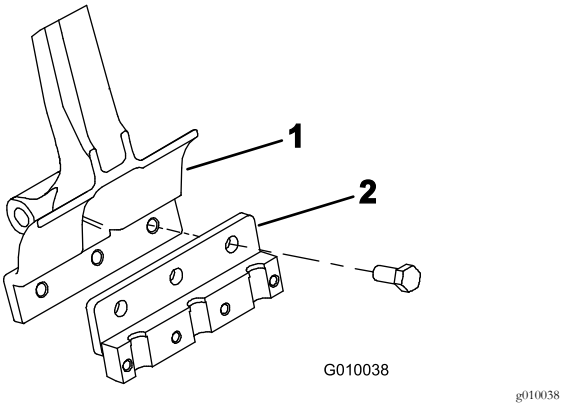

Rysunek 22
3. Zamocuj uchwyt zęba do każdego ramienia zęba za pomocą trzech śrub (1/2 x 1-1/4 cala) (Rysunek 22). Dokręć śruby z momentem 101,6 N·m.